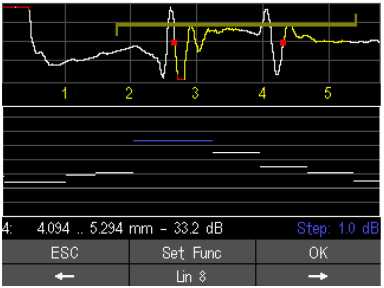

Bild 23: Korrekturkurve Lin 8 mit aktiviertem Stützpunkt unterhalb des Grenzechos
- Mit **F1 kurz** oder **F3 kurz** den Stützpunkt der Korrekturkurve wählen, der verändert werden soll. Im Beispiel (Bild 23) wird dazu der vierte Stützpunkt von links genommen, der unterhalb des Grenzechos liegt und nach oben verschoben wird, um die Amplitude des Grenzechos soweit zu erhöhen, dass stabil ein (roter) Messpunkt erscheint.